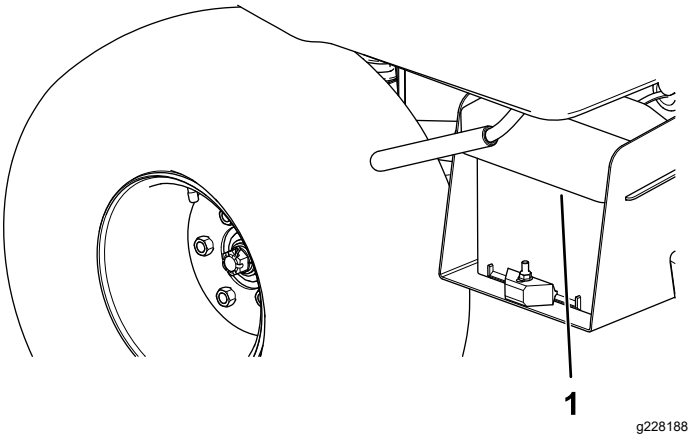

Figura 4
1. Apriete la tapa de la batería para liberar las pestañas de la base de la batería (Figura 4).
2. Retire la tapa de la batería de la base (Figura 4).
6. Alinee la tapa de la batería con la base de la batería (Figura 4).
7. Apriete la tapa de la batería, alinee las pestañas con la base de la batería, y suelte la tapa de la batería (Figura 4).